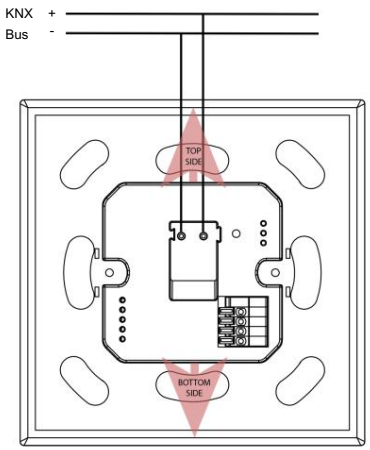

Fig.3
- Enfin, le Pure Touch est délicatement placé dans la boîte de jonction avec la partie supérieure (voir Fig.3) vers le haut en tenant les côtés droit et gauche du Pure Touch et le processus de montage est terminé.